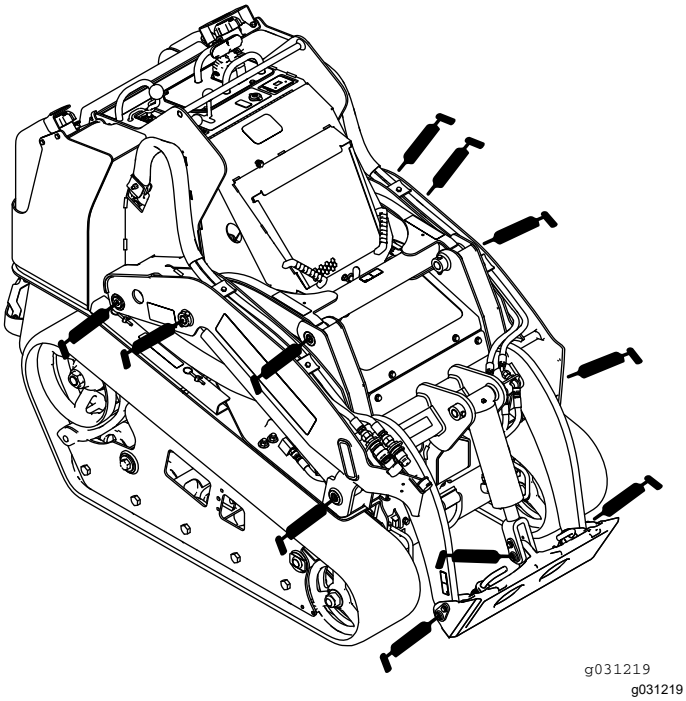
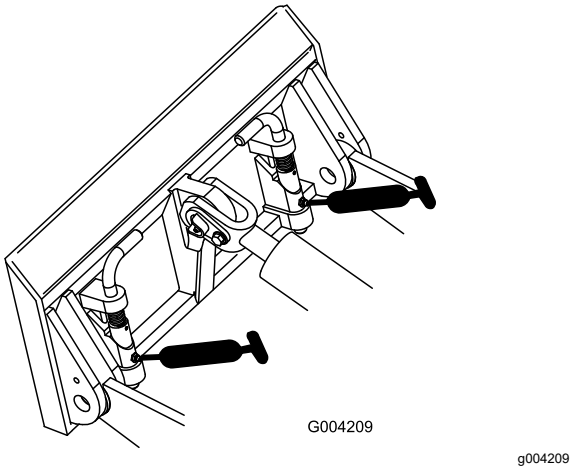
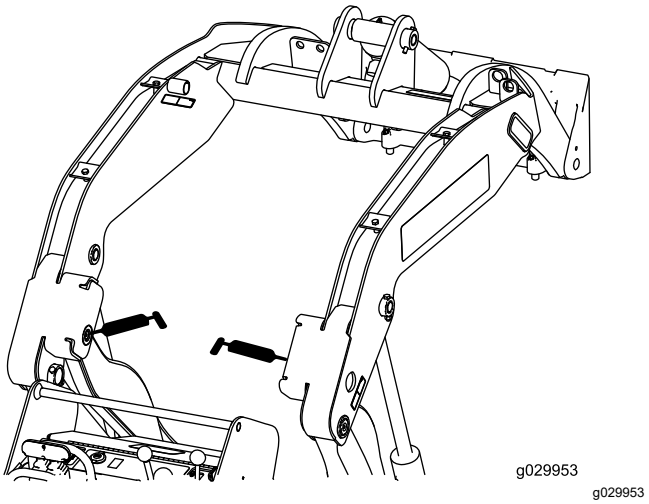

Рисунок 38
Рисунок 39
Рисунок 40
4. Присоедините к каждой масленке шприц для нагнетания консистентной смазки (Рисунок 38Рисунок 39 и Рисунок 40).
Примечание: Прежде чем смазывать масленки, поднимите стрелы погрузчика, как показано на Рисунок 40.